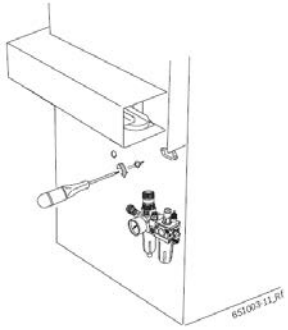

Рис. 14. Управление пневматическим клапаном.
2. При помощи отвертки нажмите и поверните в пневматическом клапане «OPEN» («ОТКРЫТО») (рис. 14).